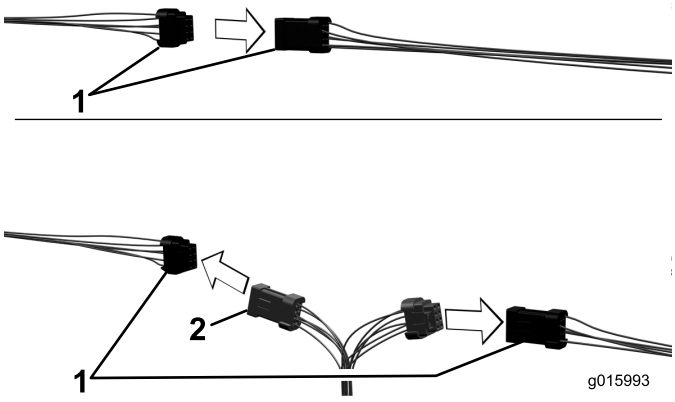

Figura 15
– En la parte trasera de la cabina, desconecte el arnés de cables de la cabina del arnés de cables de la unidad de tracción (conectores de 8 pines) (Figura 15).
– Conecte el arnés de cables del kit de luces a los arneses de la cabina y de la unidad de tracción (Figura 15).